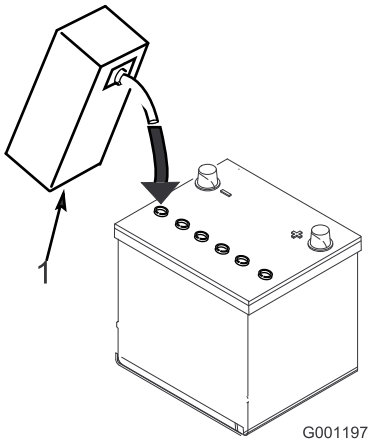

**Figur 10**
3. Fyll försiktigt varje cell med elektrolyt tills plattorna är täckta med ca 6 mm vätska (Figur 10).
**Obs:** Fyll vid behov på så mycket elektrolyt att nivån kommer upp till ca 6 mm från botten av påfyllningshålet (Figur 10).